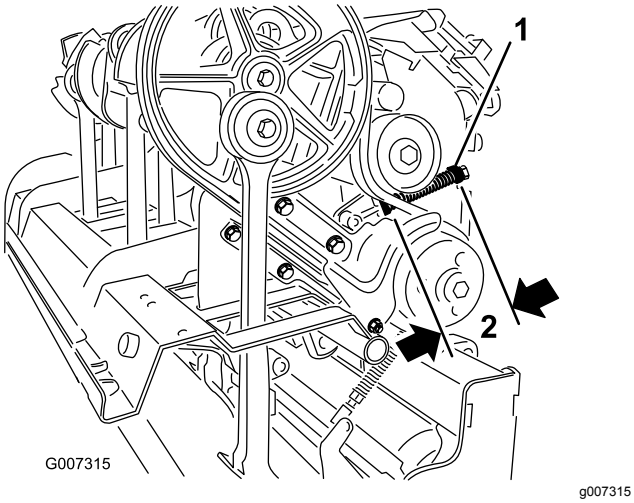

Figur 35
C. Løsn låsemøtrikken, der fastgør fjederholderen (Figur 35).
D. Juster fjederholderen, så den opnår den ønskede fjederlængde, når den komprimeres (Figur 35).